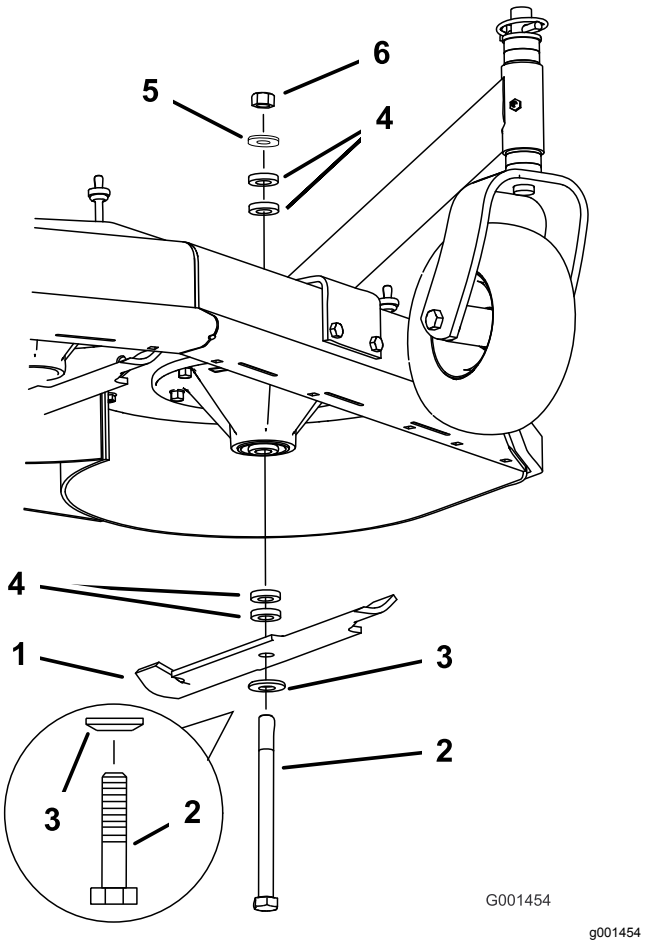

Figur 57
2. Avlägsna muttern, knivbulten, den böjda brickan, kniven, distansbrickorna och den tunna brickan från spindeln (Figur 57).
1. Montera bulten, den böjda brickan och kniven. Välj lämpligt antal distansbrickor för klipphöjd och för in bulten i spindeln (Figur 57).
2. Montera den eller de återstående distansbrickorna och säkra dem med en tunn bricka och en mutter (Figur 57).